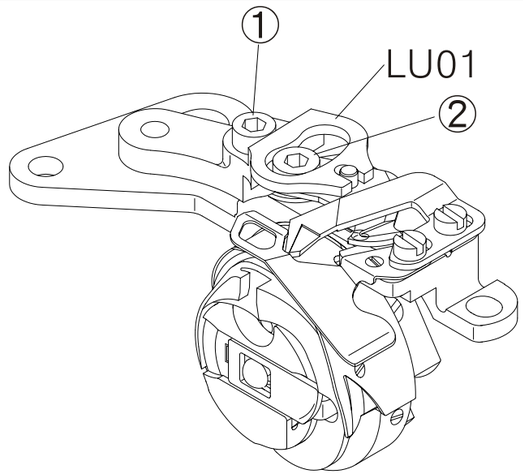

Fig. 36
(2) Afloje el tornillo de la barra conector de la cuchilla movible con la llave inglesa con encaje hexagonal (3 mm), y luego remueva el LU01. (Fig. 36)
(3) Afloje la clavija tornillo fijo 2 de la cuchilla movible.
(4) Después de remover la clavija tornillo de la cuchilla movible, por favor desensamble de la cuchilla movible.